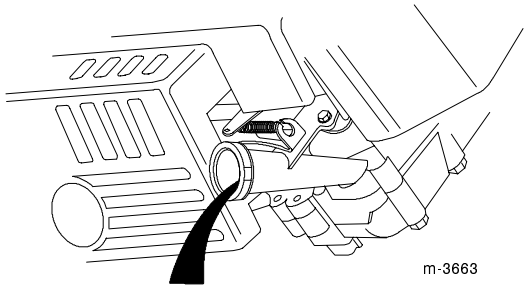

Figure 25
6. Tip the lawn mower onto its **left** side (air filter up), allowing the oil to drain into the drain pan (Fig. 25).